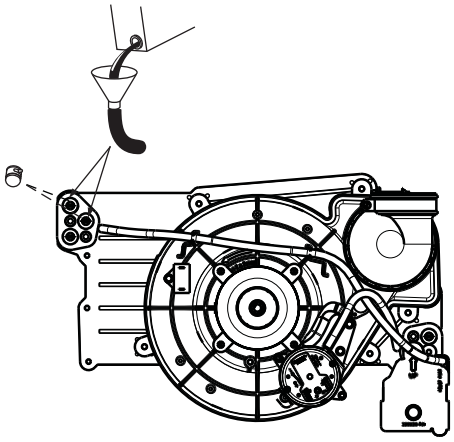

**Fig. 63 - Priming Condensate Trap**
4. Remove the top unused rubber plug from the port on the collector box opposite the condensate trap. See Fig. 63.
9. Remove the middle unused rubber plug from the port on the collector box opposite the condensate trap. See Fig. 63.